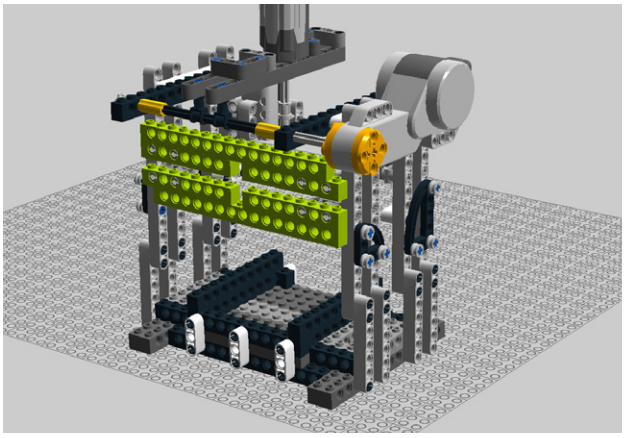

Figure 5-69. *Step 62: Attaching the beams*
62. Connect these bricks to the angle beams (Figure 5-69).